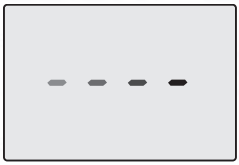
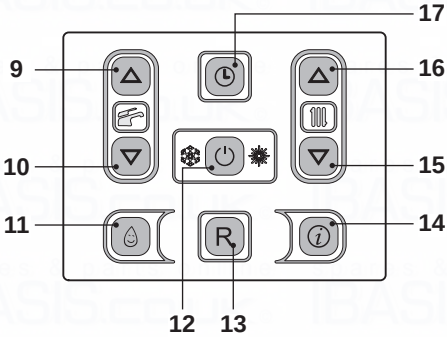

Fig. 7.7
Fig. 7.8
- Electrically power the boiler by switching on the double pole isolation switch. The LCD will display, the – – – – symbol (Fig. 7.7).
- Press the 12 key for 2 seconds until symbol appear on the display Fig. 7.8.
- Switch off the boiler by pressing the 12 (Fig. 7.8) key for 2 seconds until the – – – – symbol appears on the LCD display (Fig. 7.7).
Press the reset key on the boiler control panel 13 (Fig. 7.8) to reset its functioning.